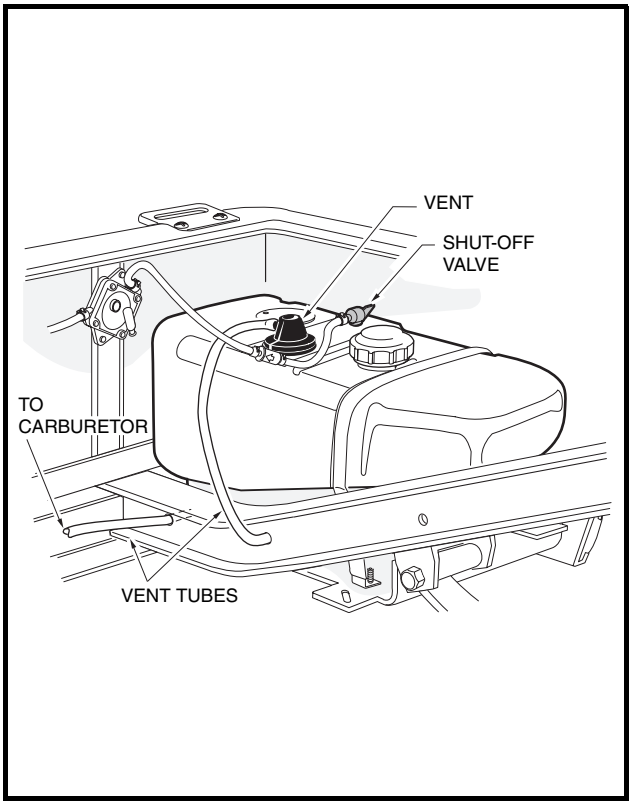

Figure 10-4 Fuel Tank
- **If the vehicle has an all-weather enclosure installed, the fuel tank must be properly vented as shown (Figure 10-4, Page 10-6).**
2. The fuel tank is located on the passenger side of the vehicle **(Figure 10-4, Page 10-6)**. Remove fuel cap and fill the fuel tank with fresh, unleaded fuel only. **See preceding CAUTION and NOTE.**